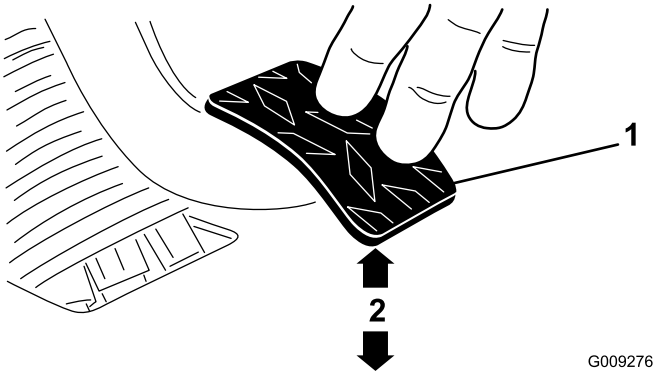

**Figur 70**
3. Juster kontramøtrikkerne eller kugleleddet, indtil bagsiden af koblingspedalens bagkant er 9,2 til 9,8 cm fra toppen af gulvpladens diamantmønster, når der trykkes på pedalen med en kraft på 1,8 kg (Figur 70).